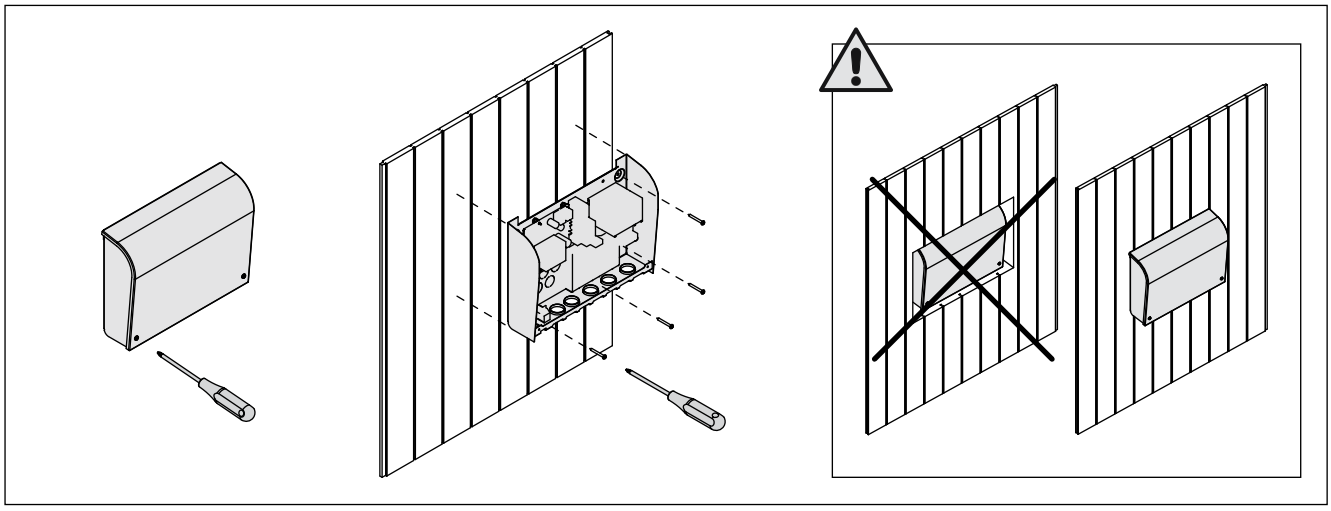

*Figura 5. Apertura del coperchio dell'unità di alimentazione e montaggio dell'unità alla parete*
Installare l'unità di alimentazione su una parete esterna alla stanza della sauna, in un luogo asciutto a una temperatura ambientale di >0 °C. Vedere la figura 5 per istruzioni su come aprire il coperchio dell'unità di alimentazione e come fissare l'unità alla parete.
**Nota! Non incassare l'unità di alimentazione all'interno della parete, poiché potrebbe verificarsi il surriscaldamento dei componenti interni dell'unità con conseguenti danni. Vedere la figura 5.**